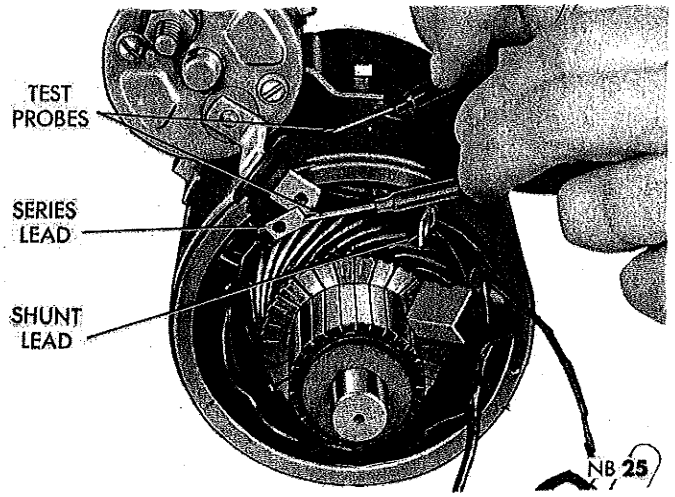

*Fig. 10—Testing Series Coil for a Ground*
(4) Remove ground brushes attaching screw, and raise brushes with terminal and shunt wire up and away from field frame.
(5) Touch one probe of test lamp to series field coil lead and other probe to field frame (Fig. 10). Lamp should not light.